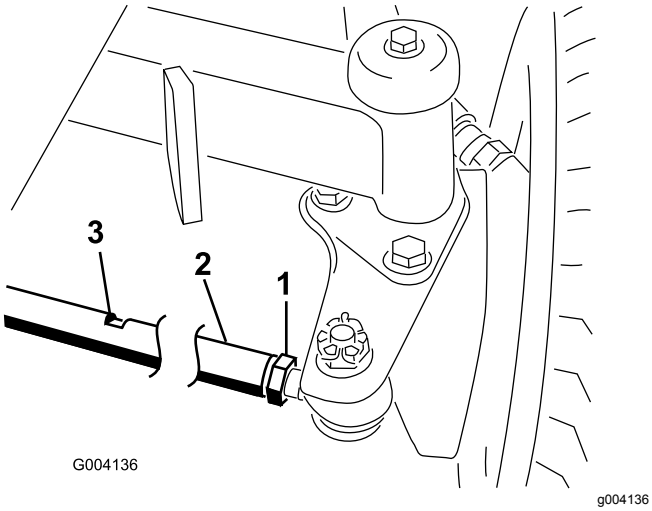

Figur 90
2. Løsn kontramøtrikken for hver ende af forbindelsesstangen (Figur 90).